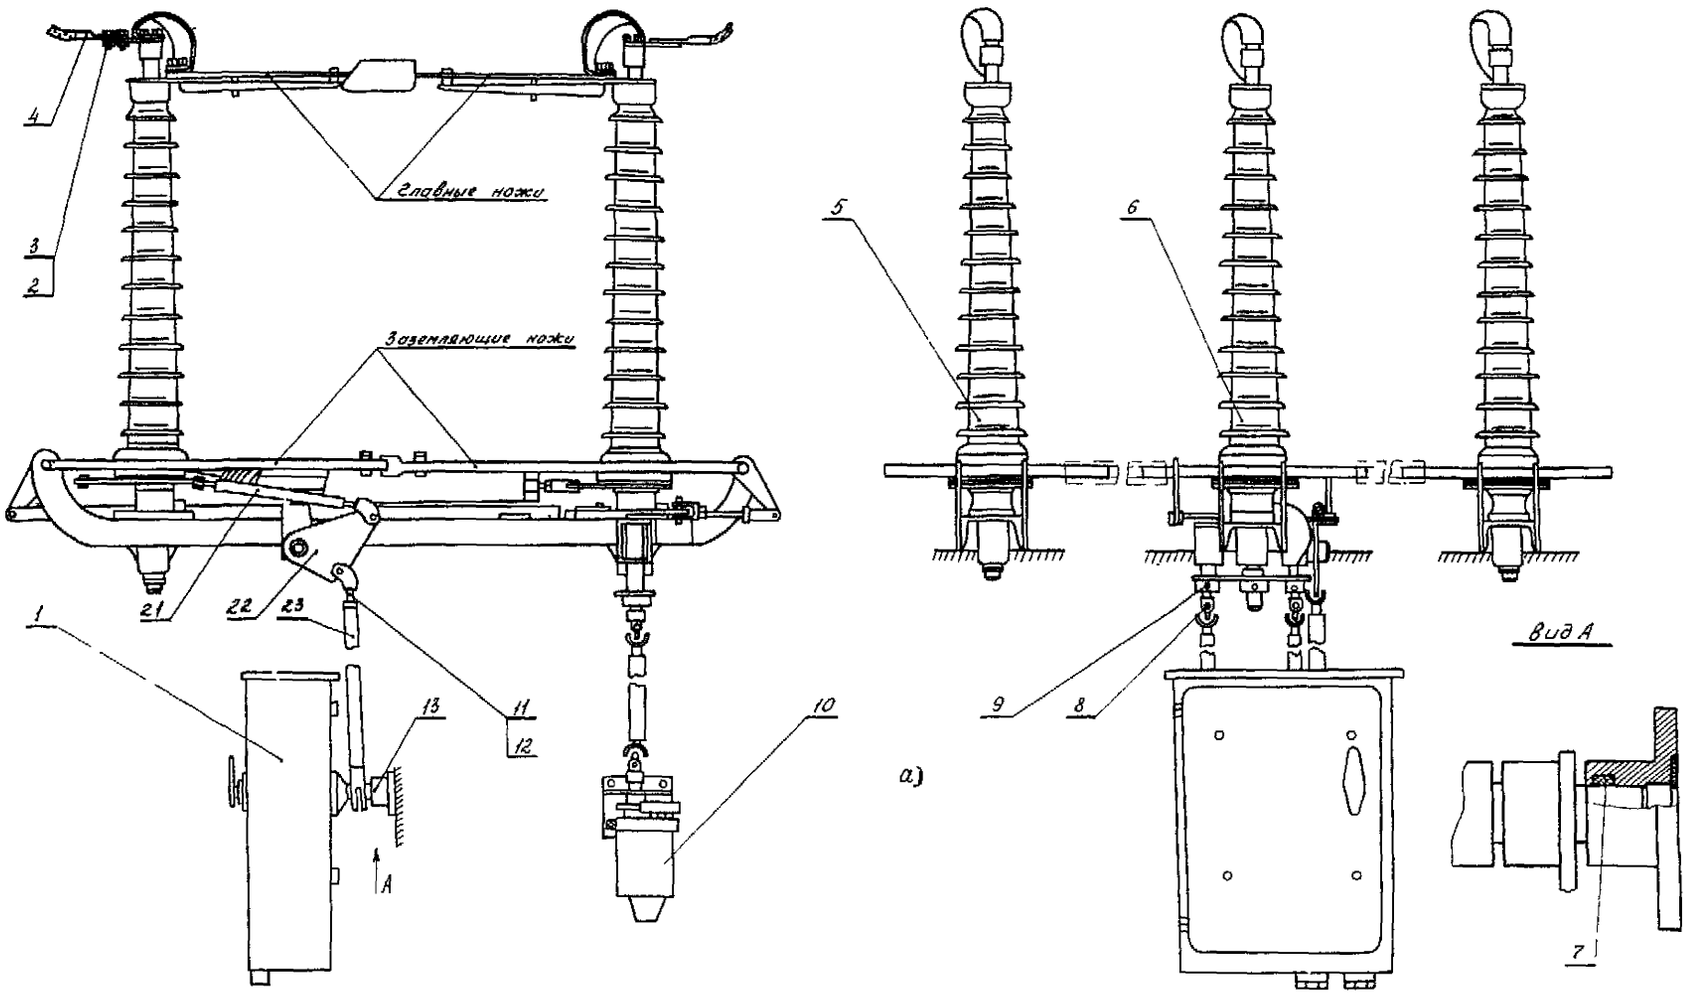

Рис.2. Общий вид отделителя ОДЗ-II0М (а) и полюса с междуполюсными соединительными тягами (б):
OI.4. Произвести несколько контрольных включений и отключений отделителя с целью проверки правильности вхождения в контакты главных и заземляющих ножей (рис. 2).
02.I. Вывинтить болты 3 (см. рис. 2) и отсоединить наконечники 4 от главных контактных выводов отделителя.
02.5. Расшплинтовать и отсоединить тягу 2I от рычага 22 (см.рис.2) и рычага 34 (см. рис.I).
02.9. Зафиксировать рукоятки приводов I0 (см. рис. 2) заземляющих ножей в отключенном положении отделителя.